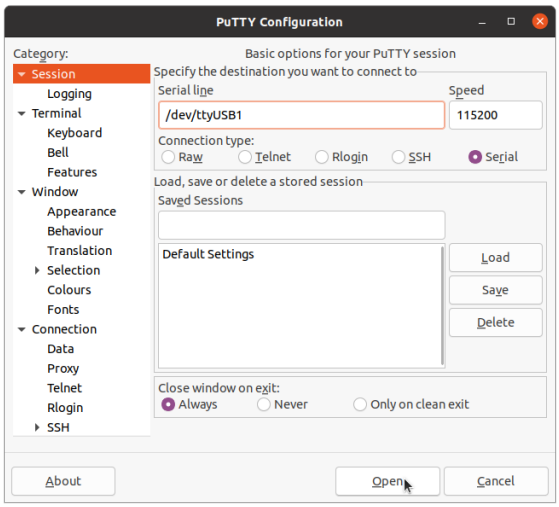

Figure 32: PuTTY Configuration
5. Launch **PuTTY** on your host machine. Configure it like figure 32 for Serial connection at speed 115200 with correct **COM** port and click **Open**.